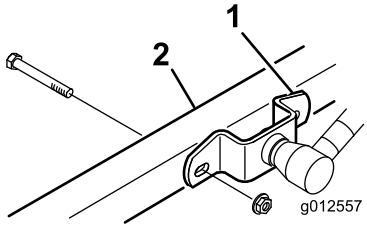

Figur 2
3. Sänk ned klippenheten och ta bort de fyra skruvar och muttrar som håller fast lyftarmsfästena vid svänghjulsarmarna (Figur 2).